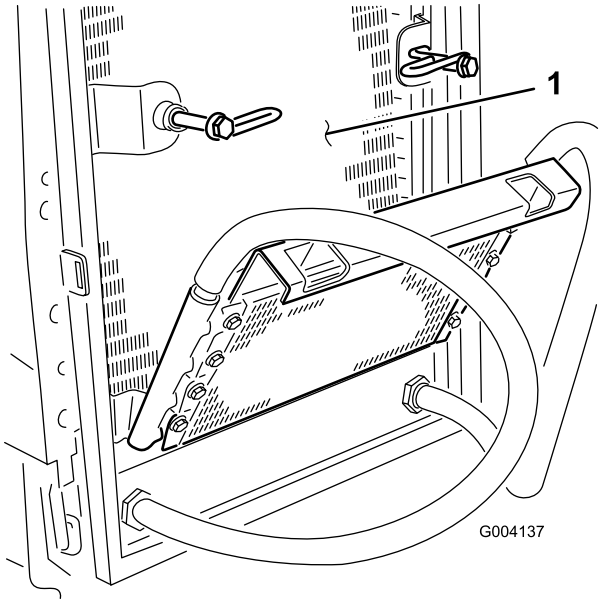

Figur 52
6. Rengjør begge sidene av oljekjøleren og radiatoren (Figur 52) grundig med trykkluft.